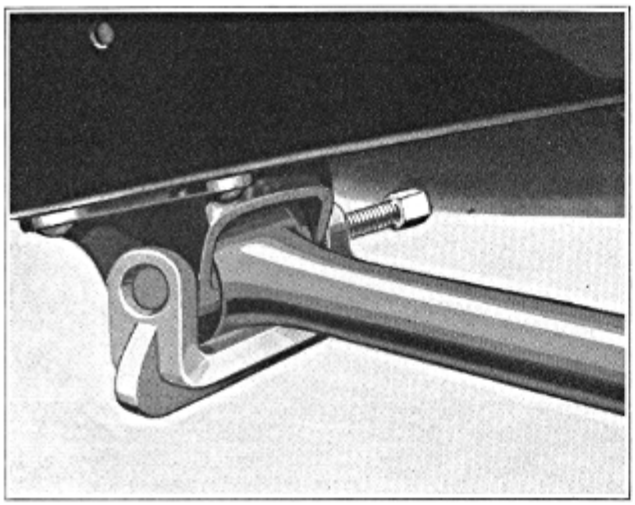

Figure 2
6. Remove cotter keys from inner ends of bolts (78) which attach torque arms (76) to frame brackets (75), remove nuts and press out bolts, using press J-885, Figure 2.